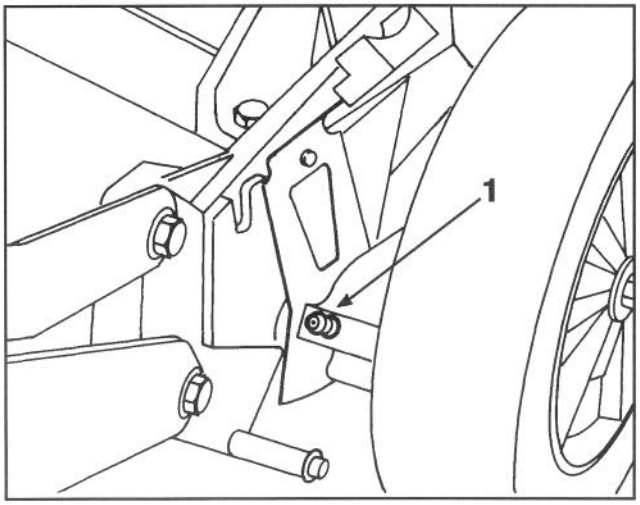

Abb. 27
2. Die Verstellhebel für die Schnitthöhe der Hinterräder auf "C" einstellen. Alle Schmiernippel mit einem Lappen sauberwischen (Abb. 27). Eine Fettpresse ansetzen und in jeden Nippel zwei bis drei Hübe Mehrzweckfett #2 auf Lithiumbasis einpressen. Zu starker Druck kann die Abdichtungen beschädigen.